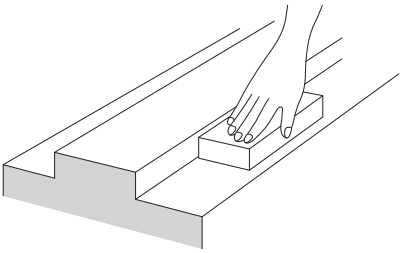

图17
(1) 用油石来清除底座LM轨道安装面上的毛刺或毛边。(图17)